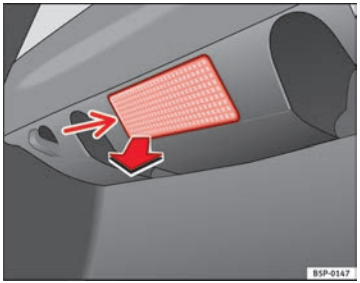

Fig. 198 Luggage compartment light
– Extract the bulb by pressing on its inside edge -arrow- using the flat side of a screwdriver ⇒ Fig. 198. ▶